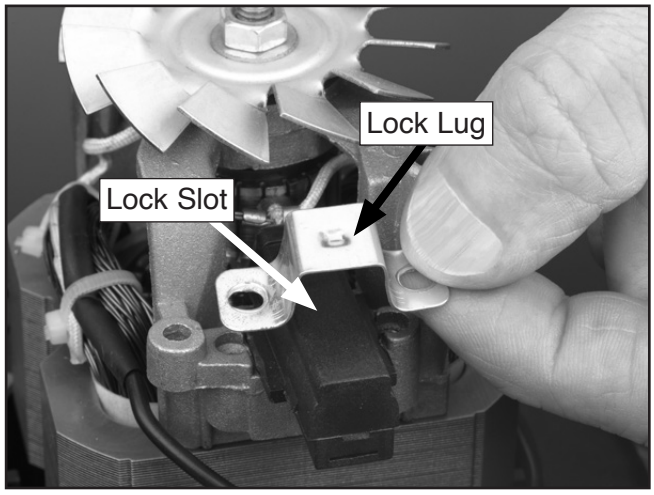

Figure 41. Brush retainer installation.
12. Place brush housing into brush seat on motor, and place retainer over brush housing so lock lug drops into lock slot in brush housing (see **Figure 41**).